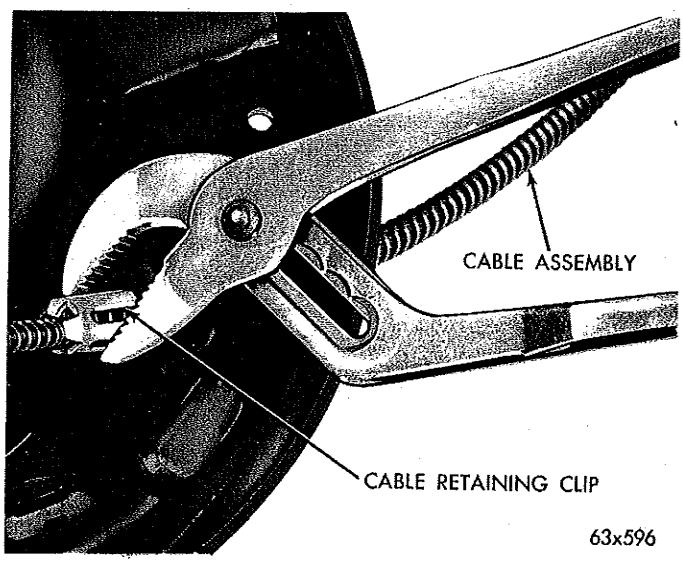

***Fig. 3—Removing Brake Cable from Support***
(5) Using a suitable tool compress three flared legs of cable retainer and pull brake cable out of support (Fig. 3).
(6) Remove brake support from rear axle housing.